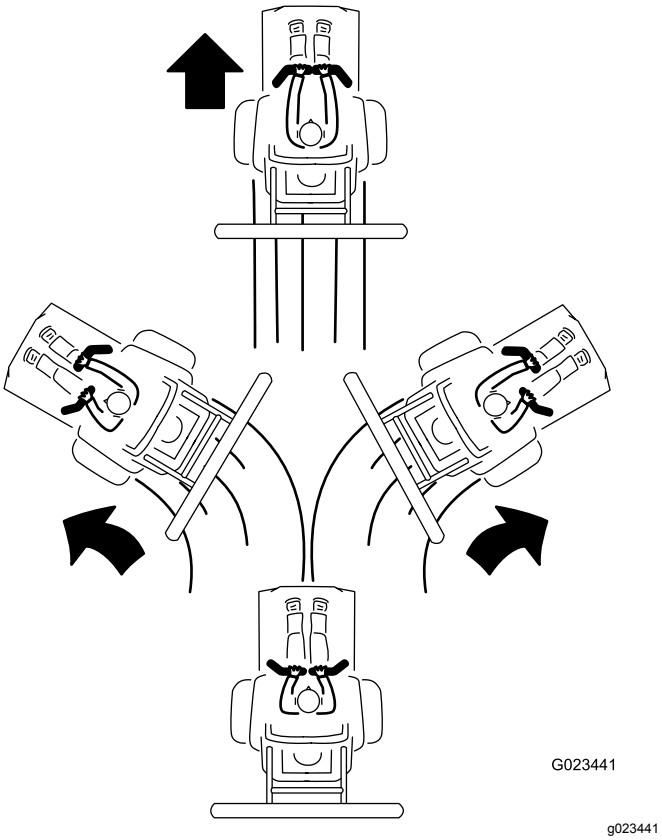

**Рисунок 24**
3. Для перемещения вперед медленно нажмите на рукоятки управления вперед (Рисунок 24).